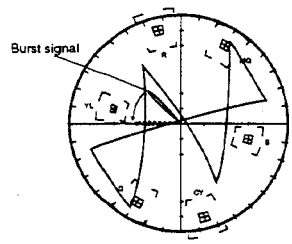

Fig. 2
4. Set the vector scope's input to A and synchronize with input B. Adjust the phase of a burst signal to the reference line by turning the [SC PHASE] volume control of Player 1 with a minus screwdriver. (Refer to Fig. 2 on the left.)